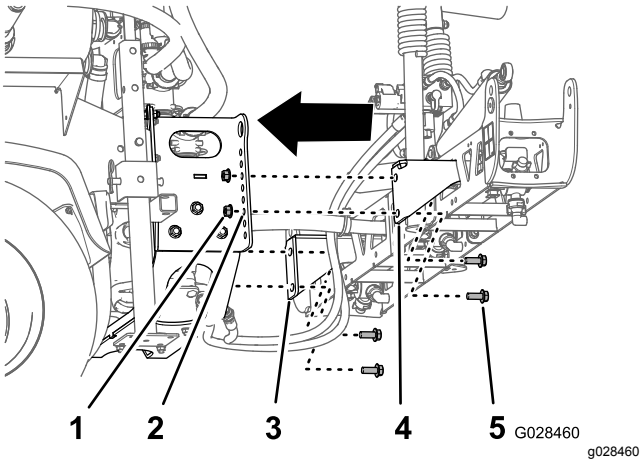

Figur 29
2. Rett inn det nederste hullet i monteringsbrakettene til den midtre bommen med det tredje hullet fra bunnen av i bomstøttene på sprederens gliderramme, som vist i Figur 29.